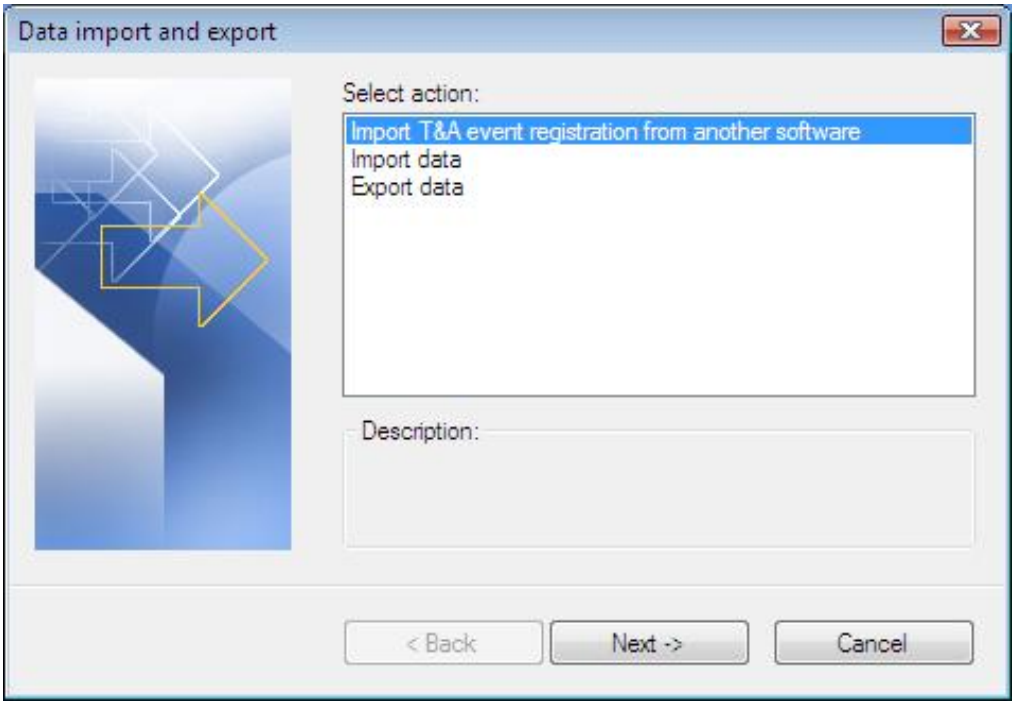

Figure 7. *Data import and export wizard — step 1*
Opens the data import/export wizard. When the user has selected **Import T&A event registration from another software** action, the wizard performs the following steps (shown in figures 7–9 below):
- Step 1. Select T&A data import/export action (Figure 7).